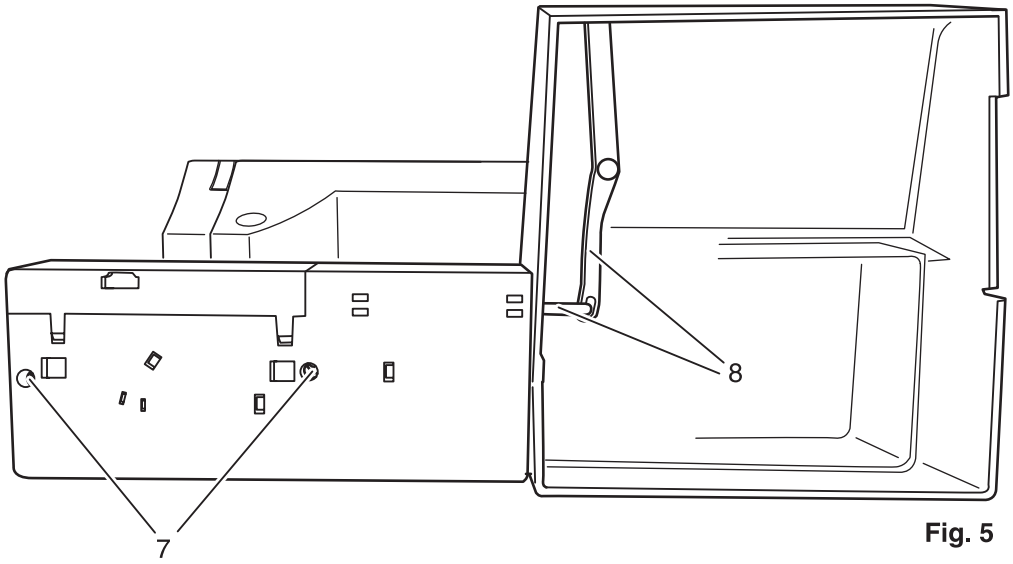

Fig. 5
- Unscrew and remove both fastening screws 7 on the free-arm cover (fig. 5).